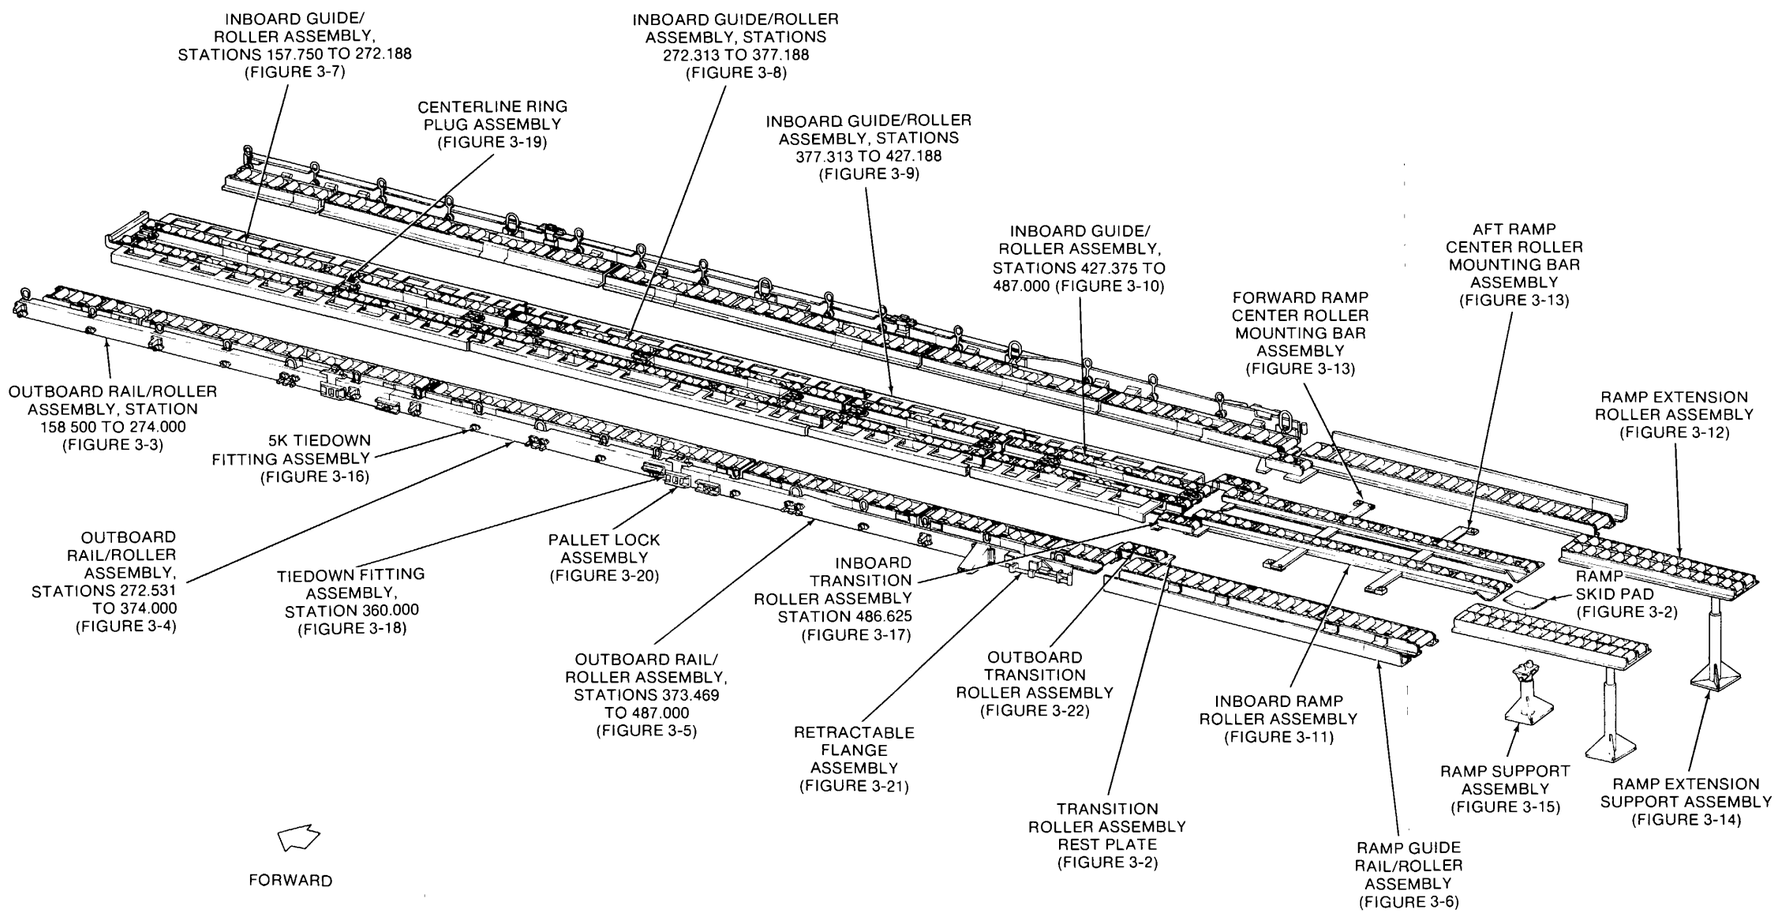

**Figure 3-1. Helicopter Internal Cargo Handling System**
**3-23. Visual Index.** Figure 3-1 provides an assembled view of the Helicopter Helicopter Internal Cargo Handling System Assembly. A description of each major component is provided. Also included are figure numbers in which that component is broken down. Opposite hand assemblies are shown in the same figure.